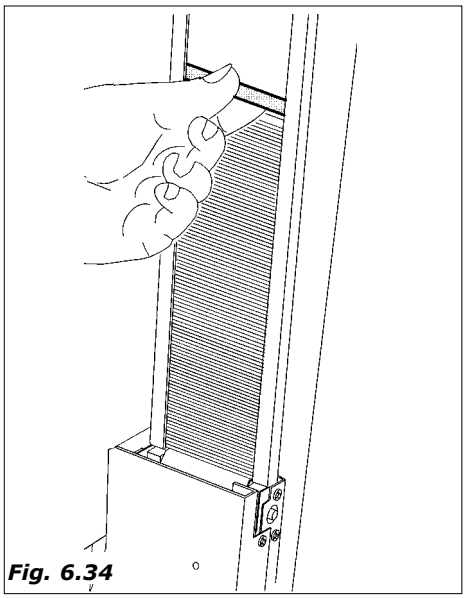

Fig. 6.34
- Uma vez acabada a carga re-introduzir o peso (*Fig. 6.34*)